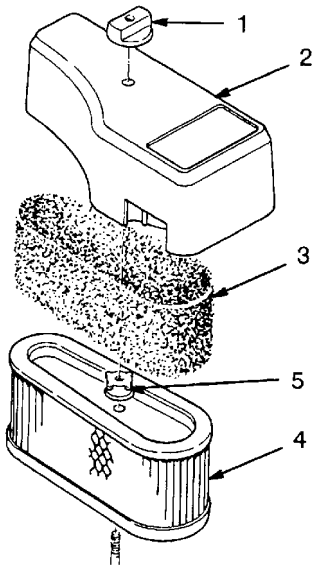

Bild 16
2. Schrauben Sie die Verschlussschraube los und entfernen den Luftfilterdeckel (Bild 16).
3. Schieben Sie den Schaumstoffeinsatz vorsichtig vom Papiereinsatz herunter (Bild 16).
4. Schrauben Sie die Mutter los und entfernen den Papiereinsatz (Bild 16).
2. Schieben Sie das Schaumelement vorsichtig auf den Papiereinsatz (Bild 16).
3. Schieben Sie den Luftfilter auf die lange Stange. Ziehen Sie die Mutter fest (Bild 16).
4. Bringen Sie die Luftfilterabdeckung und Verschlussschraube an (Bild 16). Ziehen Sie das Feststellrad fest.